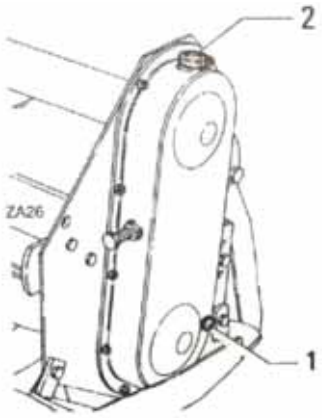

Abbildung 14
- Entfernen Sie die Ölstandsschraube „1“ (Abb. 14).